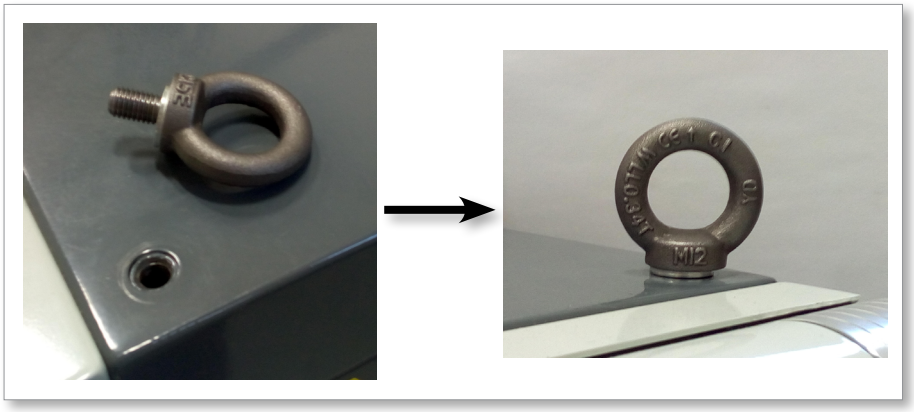

Figura 3-10 Instale os olhais e as anilhas
Monte os olhais e as anilhas e instale-os nos orifícios na parte superior do controlador E-Multi. Consulte a Figura 3-10
6. Fixe as correias a todos os olhais. Consulte a Figura 3-10.